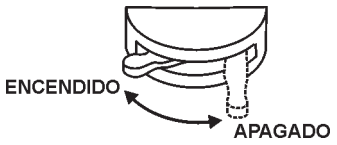

**Figura 43. Interruptor de la batería ON/OFF ENCENDIDO/APAGADO**
6. Coloque el ***interruptor de la batería ON/OFF ENCENDIDO/APAGADO*** (Figura 43) a la posición "**ON**" "***ENCENDIDO***".